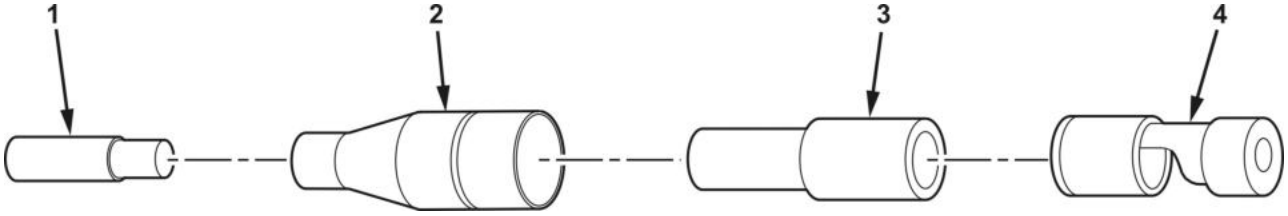

Figure 6. Female Cable Connector (With Sleeve) Replacement.
1. Strip insulation from cable (Figure 6, Item 1) approximately 1/8 in. (3 mm).
2. Slide shell (Figure 6, Item 2) and sleeve (Figure 6, Item 3) over cable (Figure 6, Item 1).
3. Place cable (Figure 6, Item 1) into cylindrical end of terminal (Figure 6, Item 4), and crimp.
4. Slide shell (Figure 6, Item 2) and sleeve (Figure 6, Item 3) over terminal (Figure 6, Item 4).